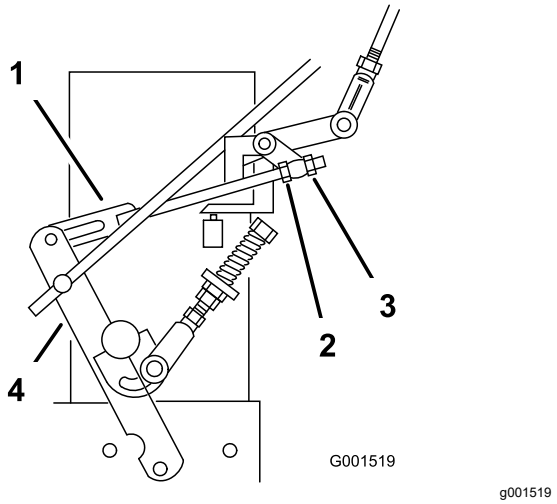

Figuur 33
8. Draai de voorste stelmoer los op het linker hydrauliekmechanisme zoals afgebeeld in (Figuur 33).
9. Draai de stelmoer linksachter linksom totdat het wiel vooruit draait (Figuur 33).
10. Draai de achterste stelmoer per keer een kwartslag rechtsom. Zet vervolgens de snelheidsregeling naar de VOORUITSTAND en dan terug in de NEUTRAALSTAND. Herhaal dit totdat het linkerwiel niet langer naar voren draait (Figuur 33).